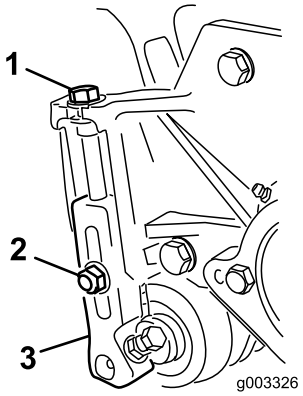

Figur 15
1. Lossa de låsmuttrar som fäster klipphöjdsarmarna till klippenhetens sidoplåtar (Figur 15).